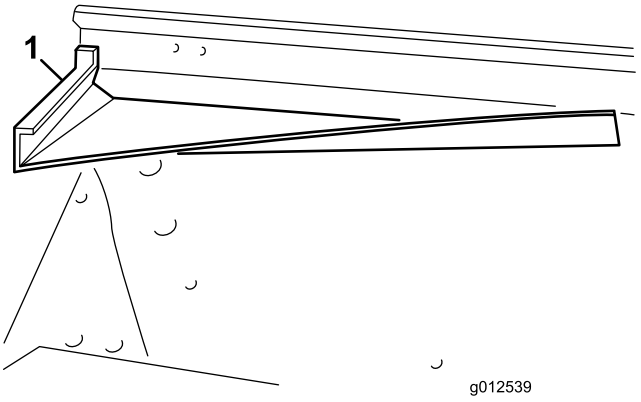
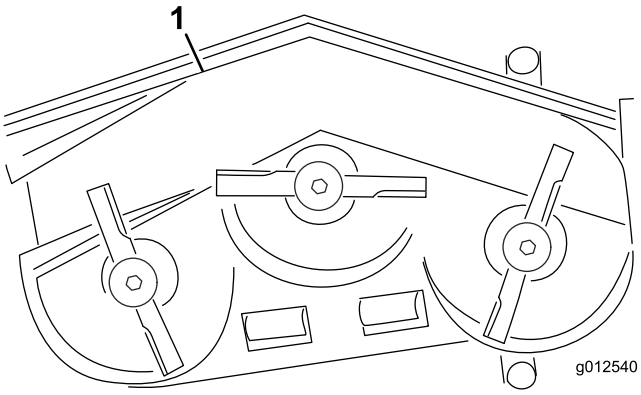
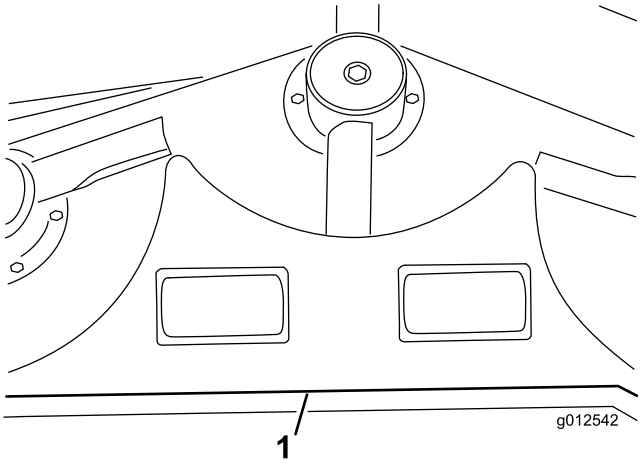
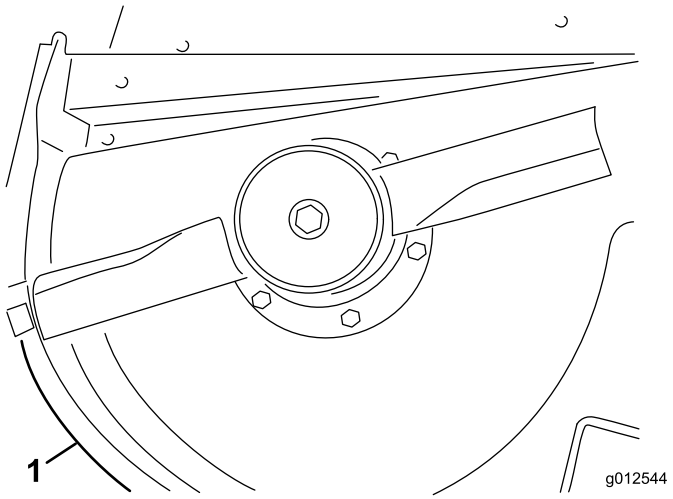

Bild 11
Bild 12
Bild 14
Bild 16
1. Setzen Sie das vordere Ablenkblech in das Mähwerk und fluchten Sie das Ende des Ablenkblechs mit der Kante der Auswurföffnung aus (Bild 11 und Bild 12).
8. Befestigen Sie die hintere Schutzvorrichtung mit vier Schrauben (3/8-16" x 1") und Sicherungsscheiben (3/8") am Mähwerk (Bild 14).
9. Fluchten Sie die linke Schutzvorrichtung mit dem linken Ende der hinteren Schutzvorrichtung und der Kante des Mähwerks aus (Bild 12 und Bild 14).
11. Fluchten Sie die rechte Schutzvorrichtung mit dem rechten Ende der hinteren Schutzvorrichtung und der Kante des Mähwerks aus (Bild 12 und Bild 16). Verwenden Sie die linke Schutzvorrichtung als Schablone und markieren und bohren drei 9/32" große Löcher in das Mähwerk.